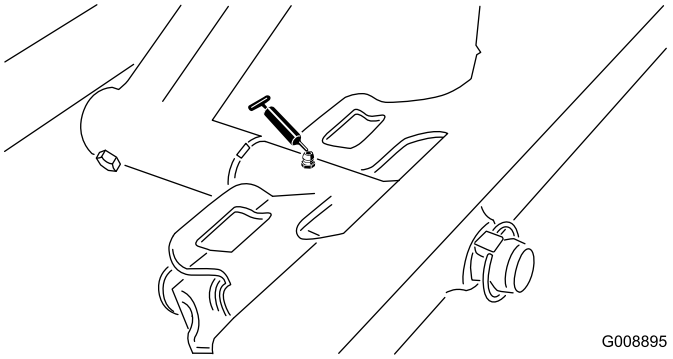

**Figur 48**
- Fremre klippeenhetsaksel (Figur 48)